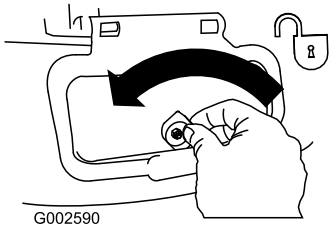

Bild 19
1. Entriegeln Sie die Seitauswurfklappe (Bild 19).